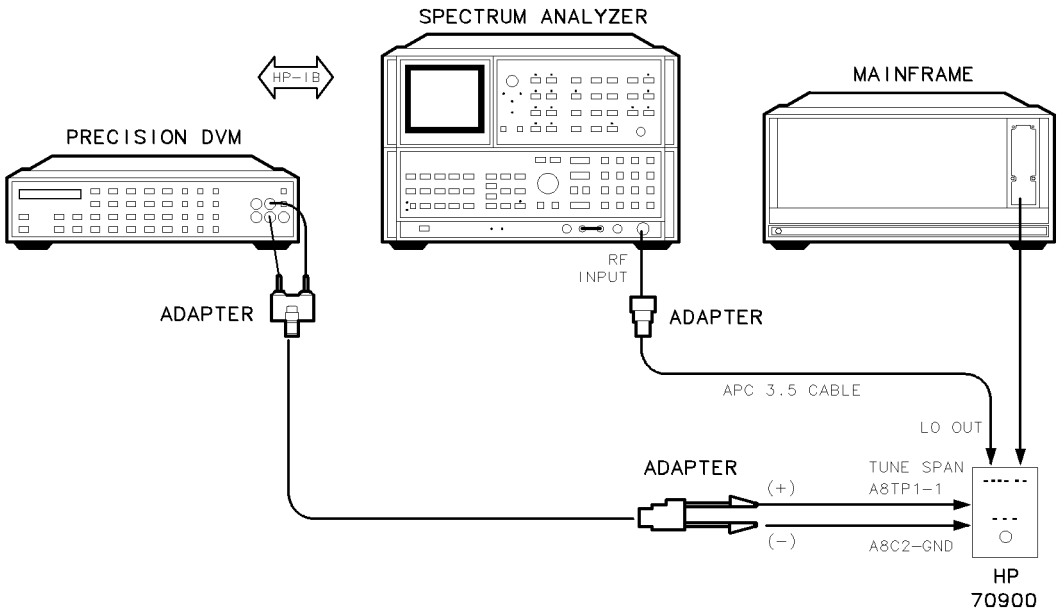
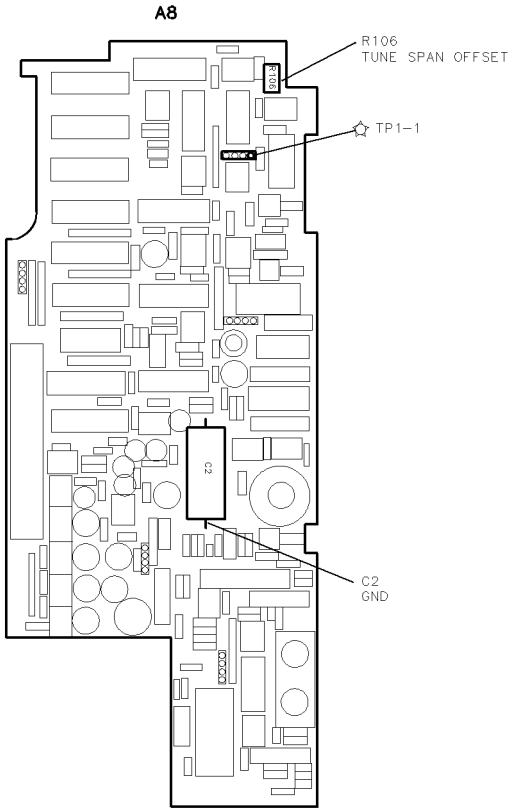
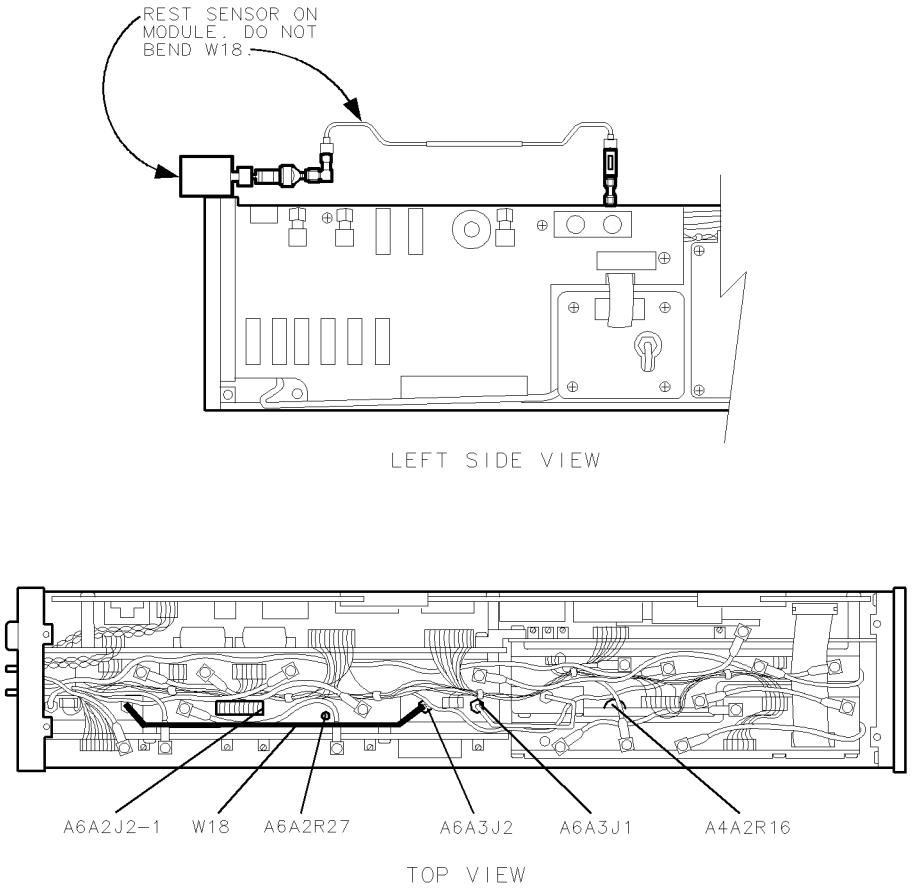

Figure 6-37. Equipment Setup for Adjustment 21. Tune + Span Offset
Figure 6-38. Locations for Adjustment 21. Tune + Span Offset
Figure 6-40. Locations for Adjustment 22. Idler Buffer
1. Remove the HP 70900B local oscillator source's cover and connect the equipment as illustrated in Figure 6-37. The DVM ground lead connects to the grounded side of A8 frequency control (C2) and the positive lead connects to A8 frequency control (TP1-1). See Figure 6-38.
5. The program will pause and instruct the user to turn off the DUT, then remove A6 YTO phase-lock loop (W18) from between the A6A3 idler buffer and the A6A4 YTO lock microcircuit. Refer to Figure 6-40 for the location of A6 YTO phase-lock loop (W18).
g. Refer to Figure 6-40 for the location of A6A2 YTO lock (J5-1); refer to Figure 6-38 for the location of A8 frequency control (C2).